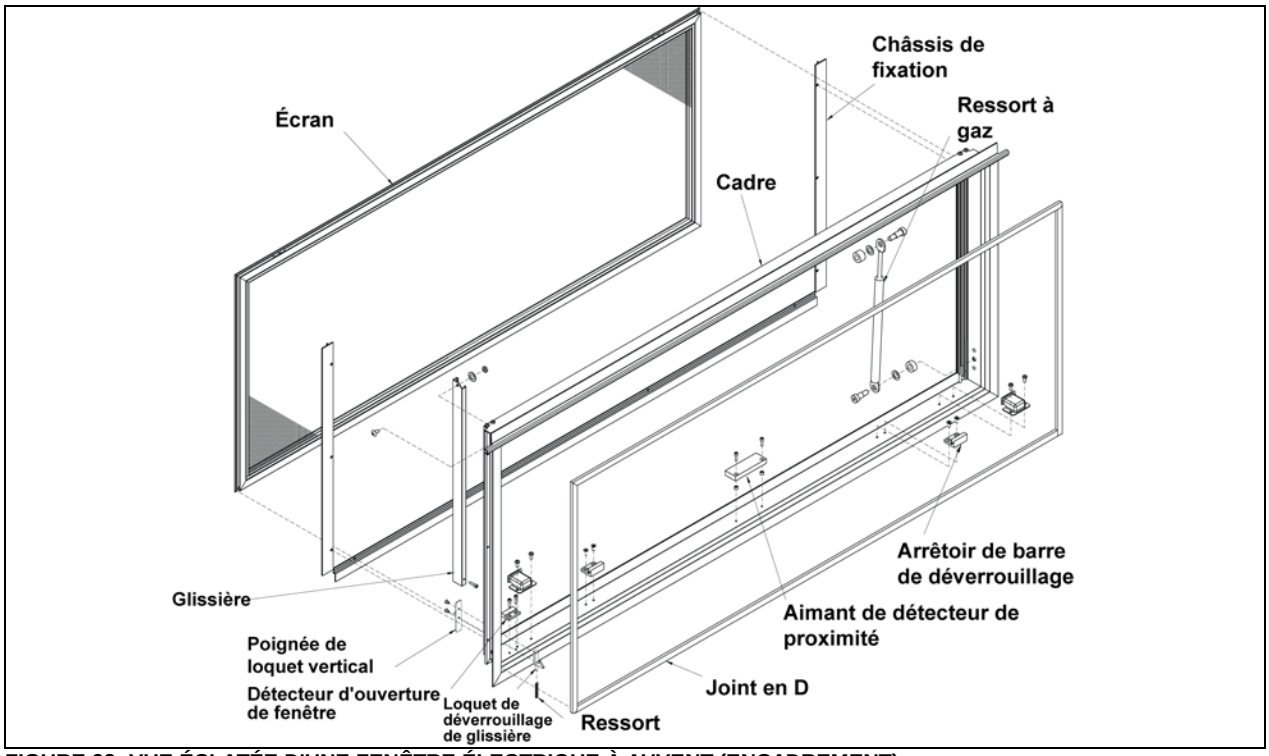

FIGURE 92: VUE ÉCLATÉE D'UNE FENÊTRE ÉLECTRIQUE À AUVENT (ENCADREMENT) 18586
4. Desserrer les vis butées numéro 5 (Figure 92) (faire pivoter le bras pour accéder à la deuxième vis butée) et désengager le bras pivotant du bout d'arbre.